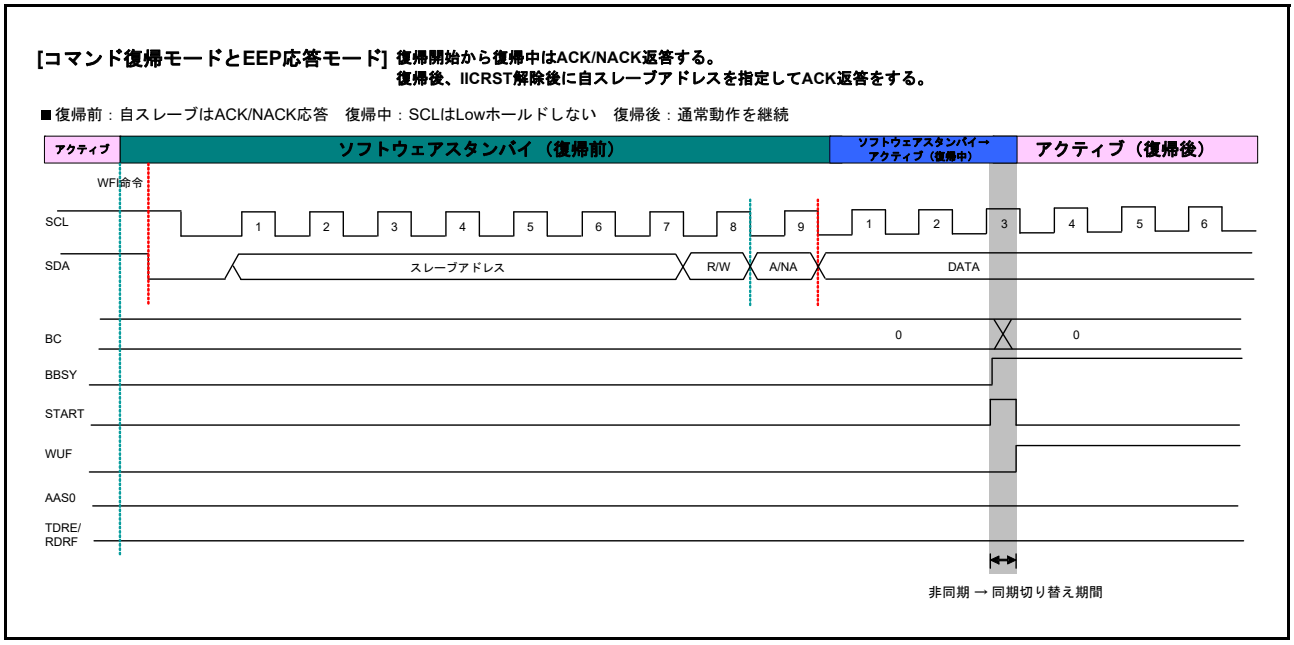

図 36.37　　コマンドリカバリモードと EEP 応答モードのタイミング
1. スレーブアドレスの一致によってトリガされたウェイクアップ割り込みにより、以下のように通常動作への遷移が行われます。図 36.37 に詳細なタイミングを、図 36.35 に操作例を示します。